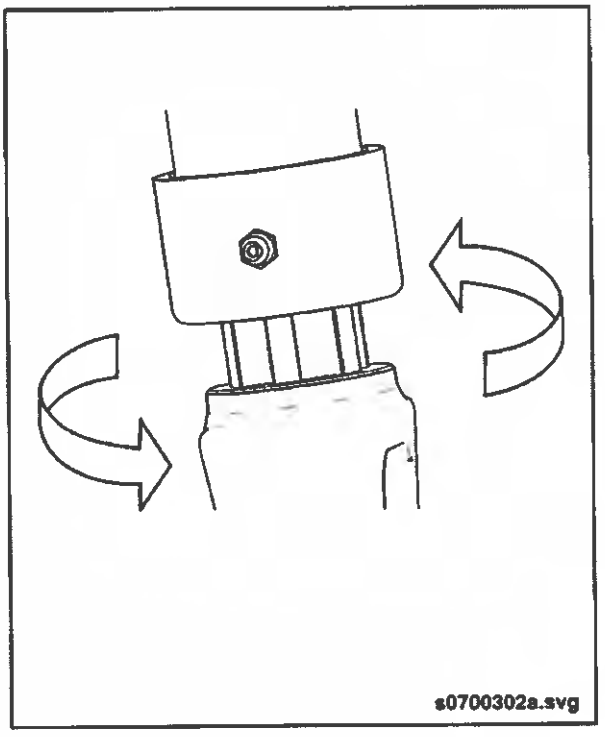

Fig. PM-8: Steering Driveshaft Spline Backlash Inspection
a. Grasp the male and female members of the telescoping slip-joint and apply a back and forth twisting motion while observing or feeling for movement. See "Fig. PM-8: Steering Driveshaft Spline Backlash Inspection" on page 20.